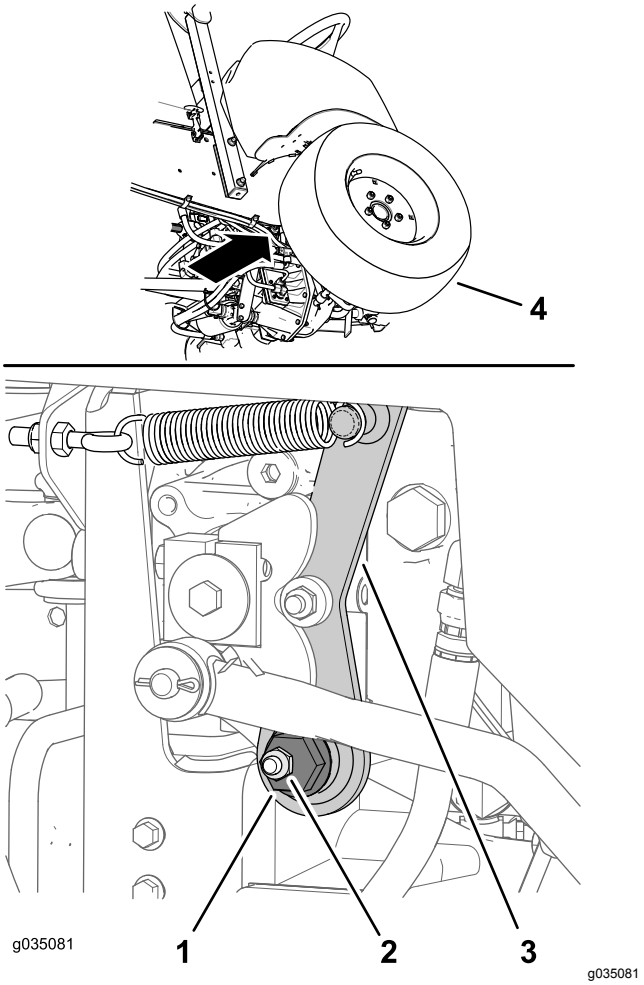

**Figur 65**
1. Find den excentriske sekskantskrue til højre på hydraulikpumpen og under kontrolkonsollen (Figur 65).
2. Løsn låsemøtrikken, indtil du kan bevæge den excentriske sekskantskrue (Figur 65).
4. Drej den excentriske sekskantskrue mod uret, indtil forhjulet begynder at dreje fremad. Drej derefter den excentriske sekskantskrue med uret, indtil forhjulet begynder at dreje bagud (Figur 65).